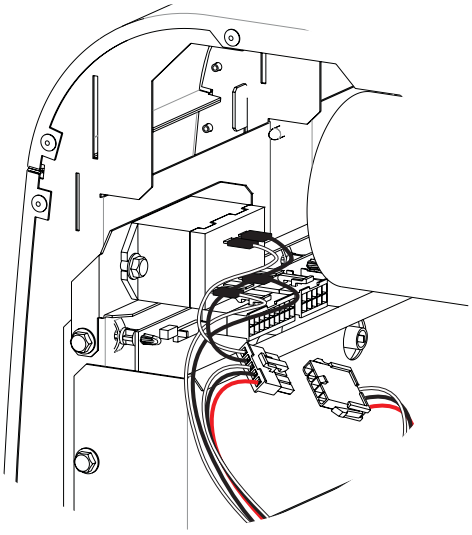

Figure 17
21. Plug the connector labeled “Condensate Accessory” from the wall furnace’s control board wire harness into the connector on the relay wire harness. **See Figure 17.**